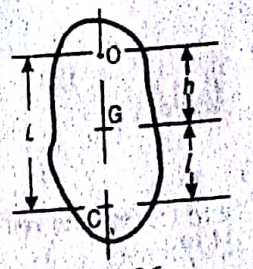

Fig. 1.36
1. The centre of percussion (C) is below the centre of gravity (G), as shown in Fig. 1.36, and at a distance of